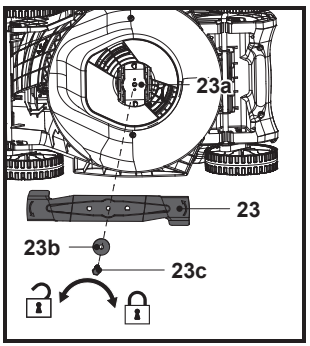

Rys. 19
5. Wymienić ostrze tnące (23) na nowe tego samego typu. Najpierw sprawdzić stan uchwytu ostrza (23a) na trzpieniu, a następnie przymocować ostrze tnące (23) do uchwytu ostrza (23a), ustawiając je zgodnie z oznaczeniami na uchwycie ostrza (23a) i mocując całość za pomocą śruby mocującej (23c) z podkładką płaską (23b), dokręcając śrubę ręką.
6. Przytrzymać mocno ostrze tnące (23) ręką w wytrzymałej rękawicy i/lub kawałkiem drewna i dokręcić śrubę mocującą (23c) w prawo momentem 25–30 Nm, aby zapewnić bezpieczne działanie maszyny (rys. 19).